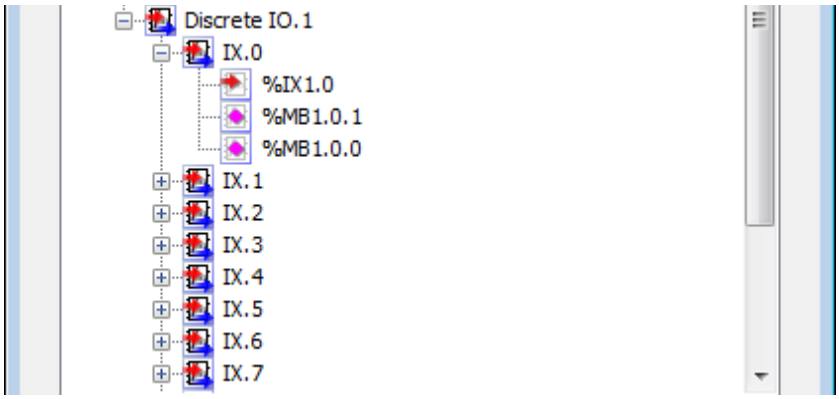

Рисунок 34 - Переменные группы Discrete IO (входы)
5.3.5 Дискретные входы описываются восемью группами переменных IX, по числу дискретных входов, см. рисунок 34. Переменные перечислены в таблице .